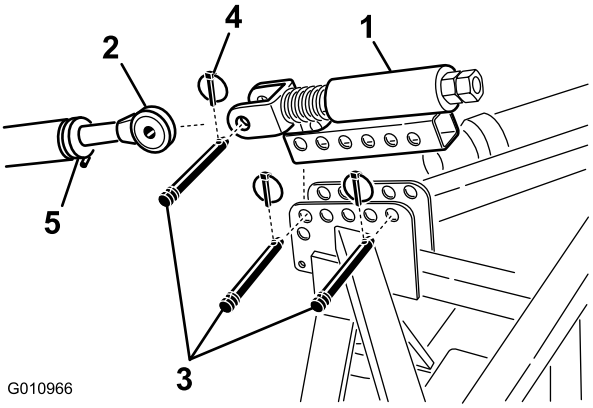

**Rysunek 10**
1. Zamocuj górny łącznik ze sprężyną do wspornika aeratora, używając dwóch sworzni łącznika oraz zawleczek (Rysunek 10).
2. Poluzuj nakrętkę zabezpieczającą na górnym łączniku traktora. Wyreguluj długość górnego łącznika tak, aby sięgał do jarzma na górnym łączniku ze sprężyną po stronie aeratora (Rysunek 10).
3. Zamocuj górny łącznik traktora do jarzma na górnym łączniku ze sprężyną i zabezpiecz połączenie sworzniem łącznika i zawleczką (Rysunek 10).
6. Obracaj górny łącznik, aż sprężyna zostanie ściśnięta o około 13 mm (Rysunek 10).